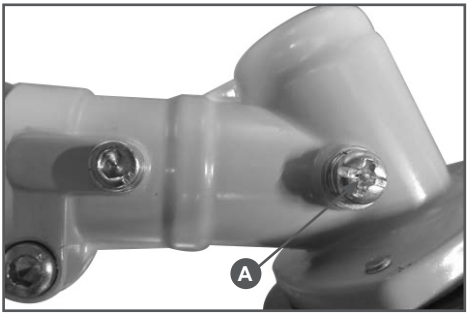

Рис.18 Болт отверстия для смазки редуктора
Через 20 часов работы, но не реже одного раза в сезон, необходимо проверять и добавлять смазку в редуктор. Для смазки редуктора и вала штанги рекомендуется использовать универсальную смазку для редуктора CHAMPION EP-0, либо аналогичную смазку других производителей. Необходимо открутить болт (A) Рис.18 и с помощью шприц-масленки добавить смазку (примерно 5-10 см³).